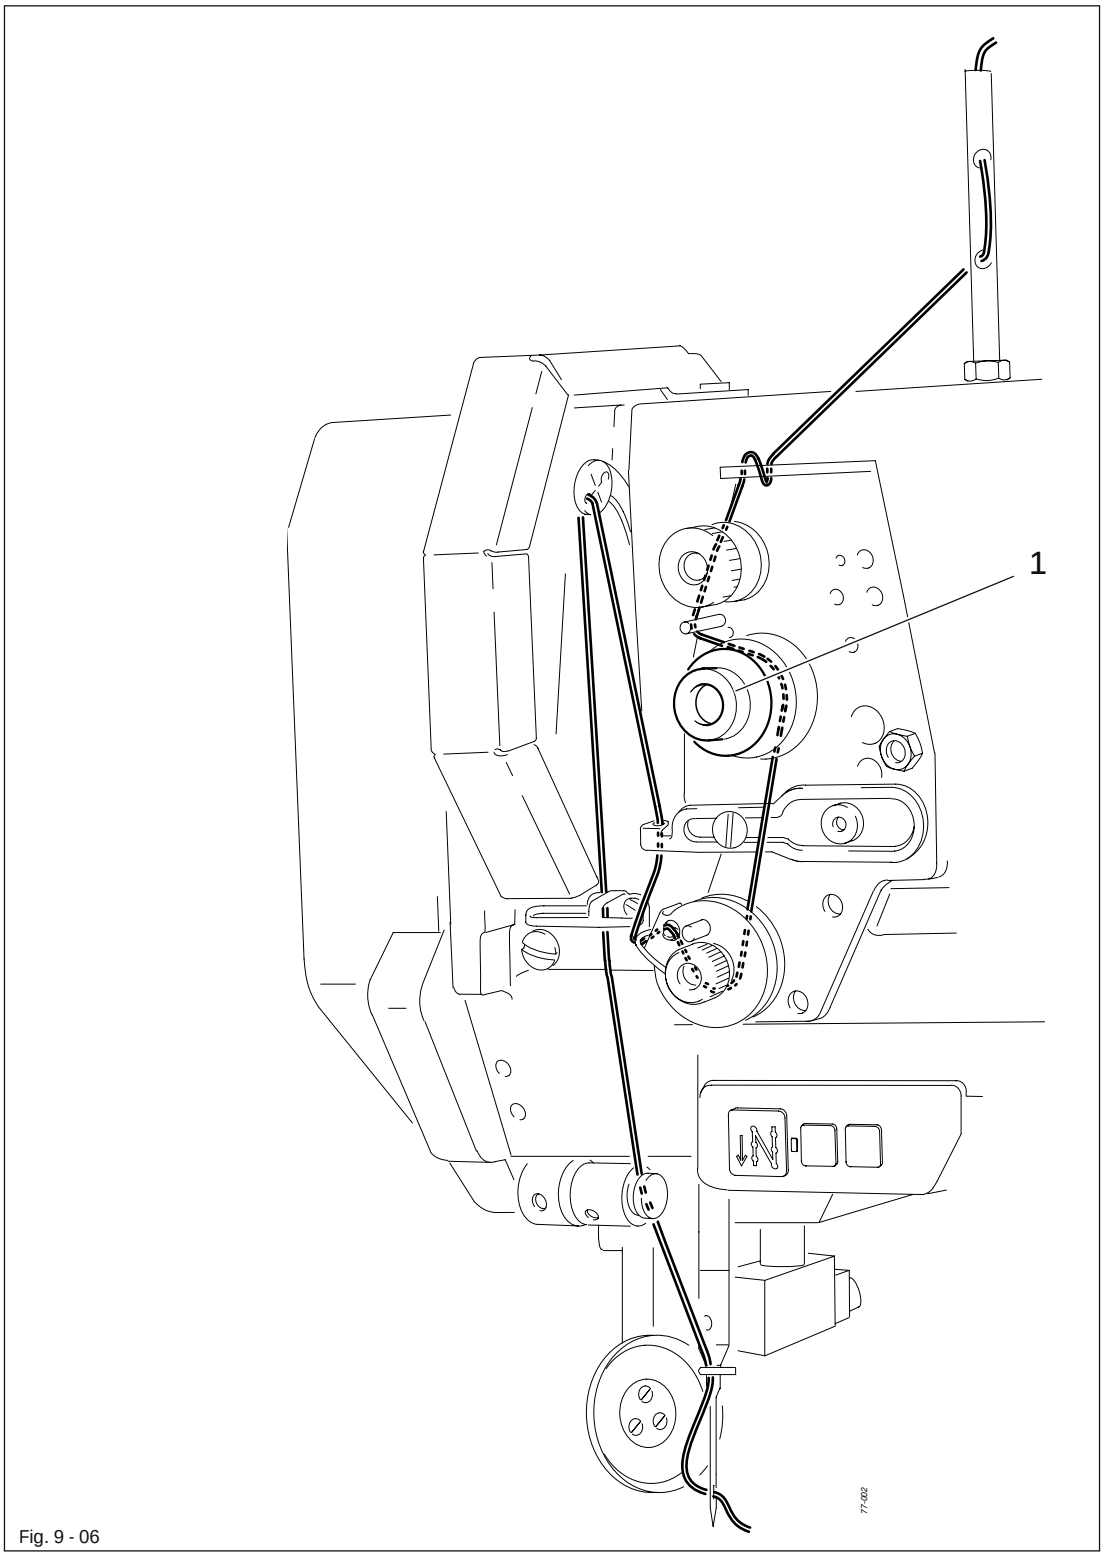

Fig. 9 - 06
- Thread the machine as shown in Fig. 9 - 06.